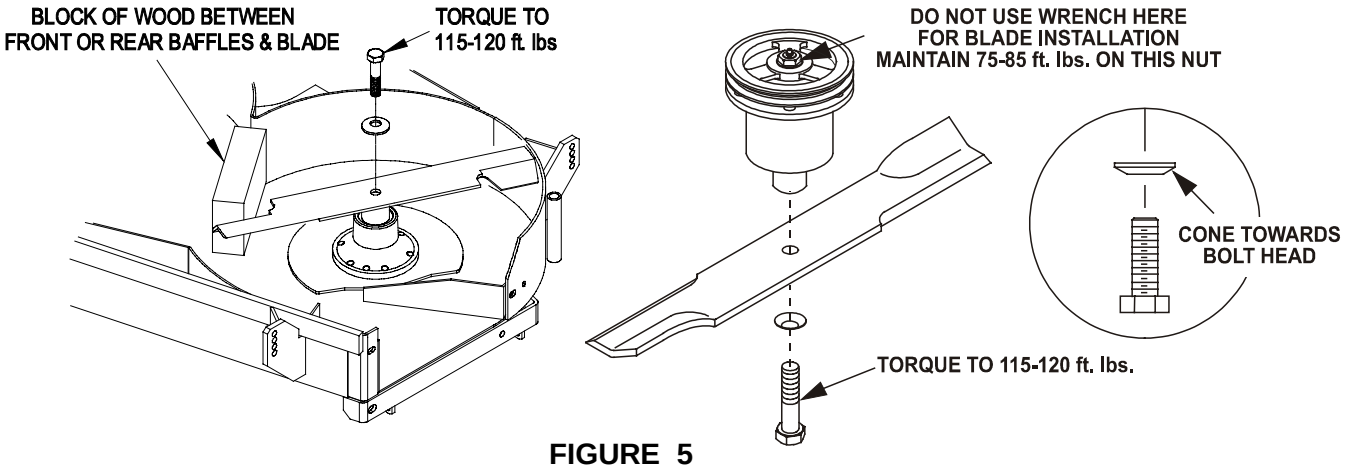

FIGURE 5
h) Re-install the blades (if they were removed) by placing a block of wood between the front or rear baffles and the blade then torquing the blade bolts to 115-120 ft. lbs. Be sure the spring disk washer cone is installed toward the bolt head (See Figure 5).